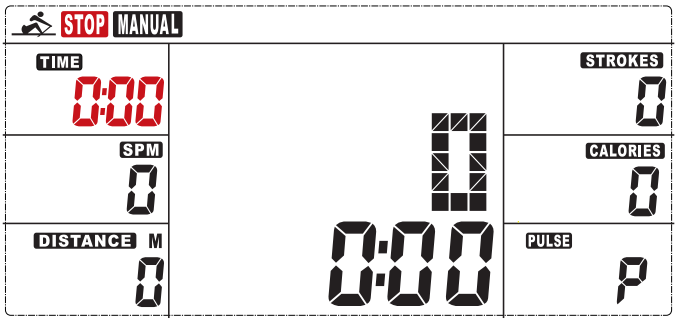

Fig. 6
1. **MANUAL** (**Fig.6)**: There are 2 options in MANUAL mode.